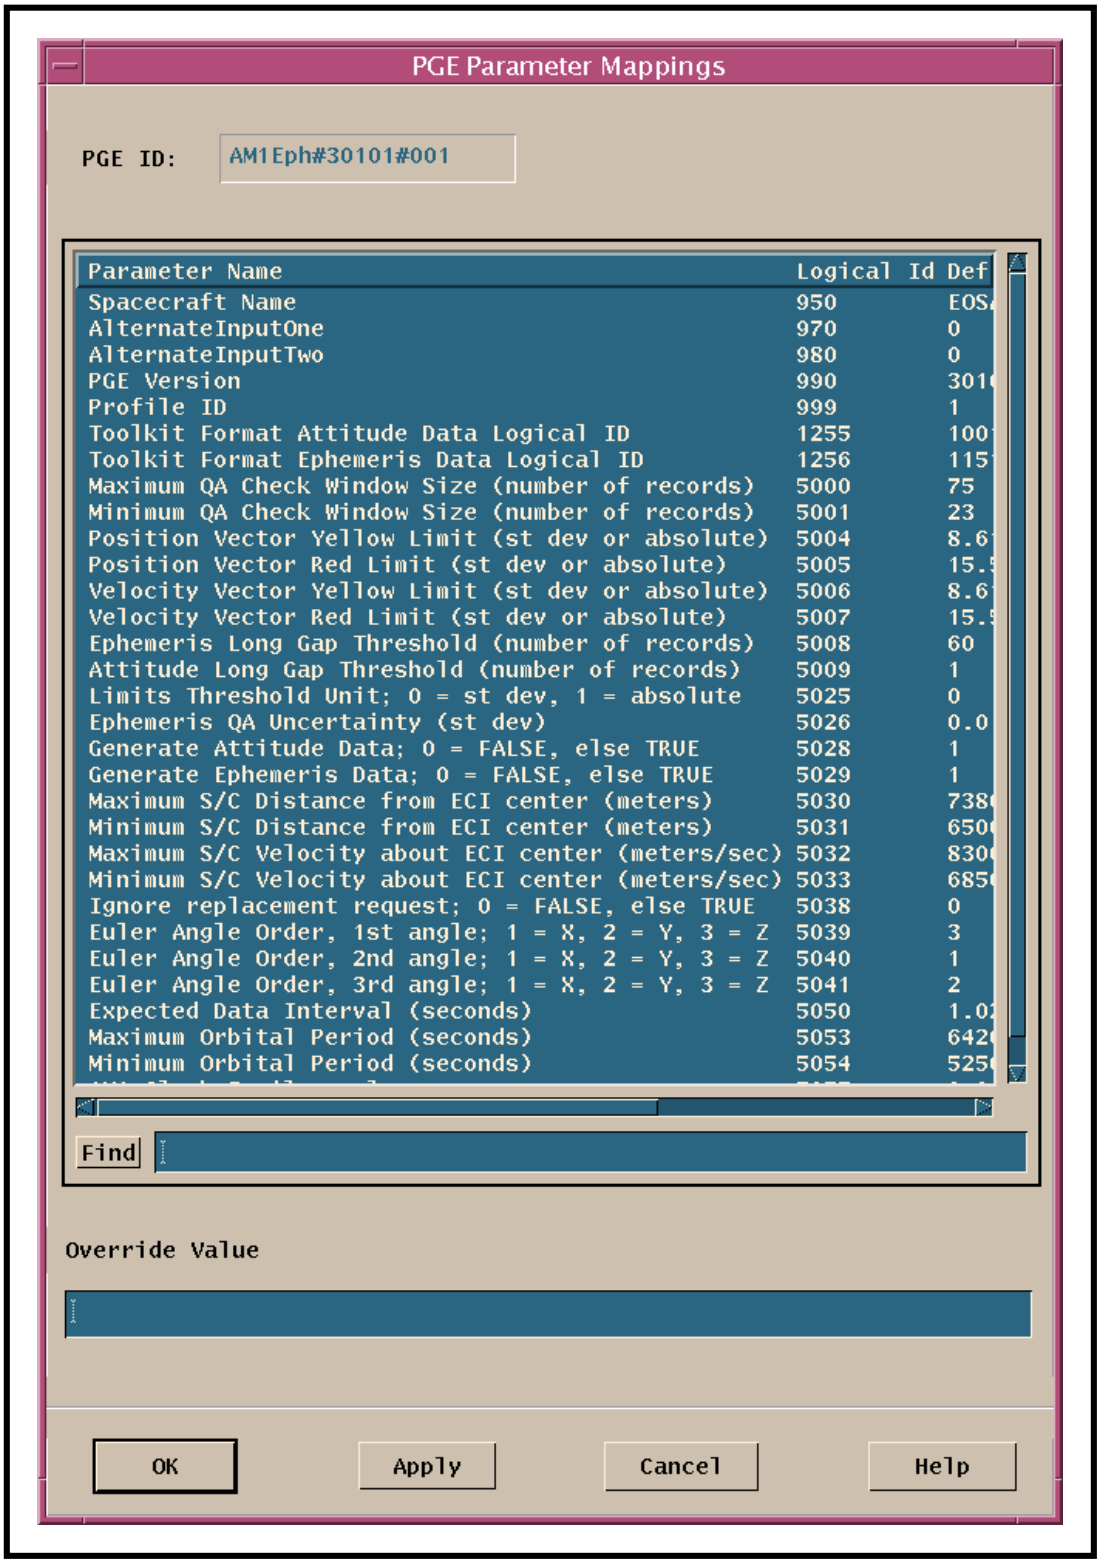

Figure 20. PGE Parameter Mappings GUI
- The **PGE Parameter Mappings** GUI page (Figure 20) is displayed.